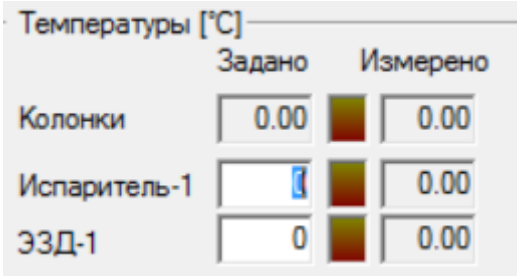

Рис. 27: Температурные параметры
1. Во вкладке *Общие*, в поля *Задано* сегмента *Температуры (°C)* (Рис. 27) введите значение температуры для каждой температурной зоны. Измеренная температура отображается в полях *Измерено*.